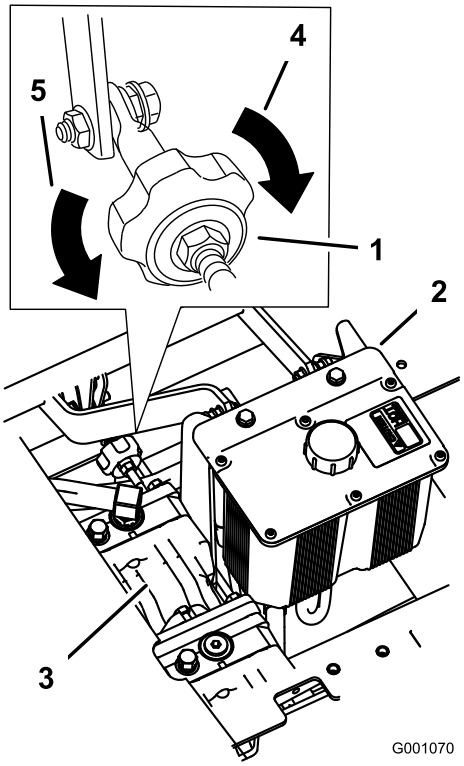

Figuur 49
4. Als de machine naar links trekt, draait u de knop naar de rechterkant van de machine. Zie: Figuur 49.
5. Als de machine naar rechts trekt, draait u de knop naar de linkerkant van de machine. Zie: Figuur 49.